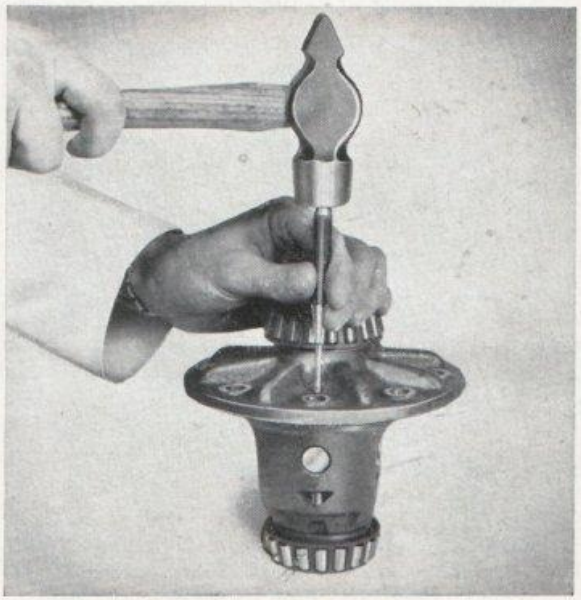

Bild 5-14. Demont. av låspinne
1. Lossa skruvarna och tag bort kronhjulet (9).
2. Driv ut låspinnen (7), se bild 5-14, och därefter axeln (10) för differentialhjulen. Tag ut tryckblocket (12), differentialhjulen (6, 8) och tryckbrickorna (5,11).
3. Drag av differentialhuslagren (1) med avdragare